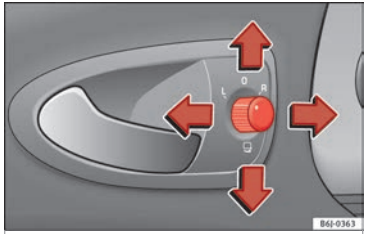

Fig. 97 Exterior mirror controls.
1. Turn knob ››› **Fig. 97** to position **L** (**left exterior mirror**).
– Turn the control ››› Fig. 97 to position to fold in the exterior mirrors. You should always fold in the exterior mirrors if you are driving through an automatic car wash. This will help prevent damage.